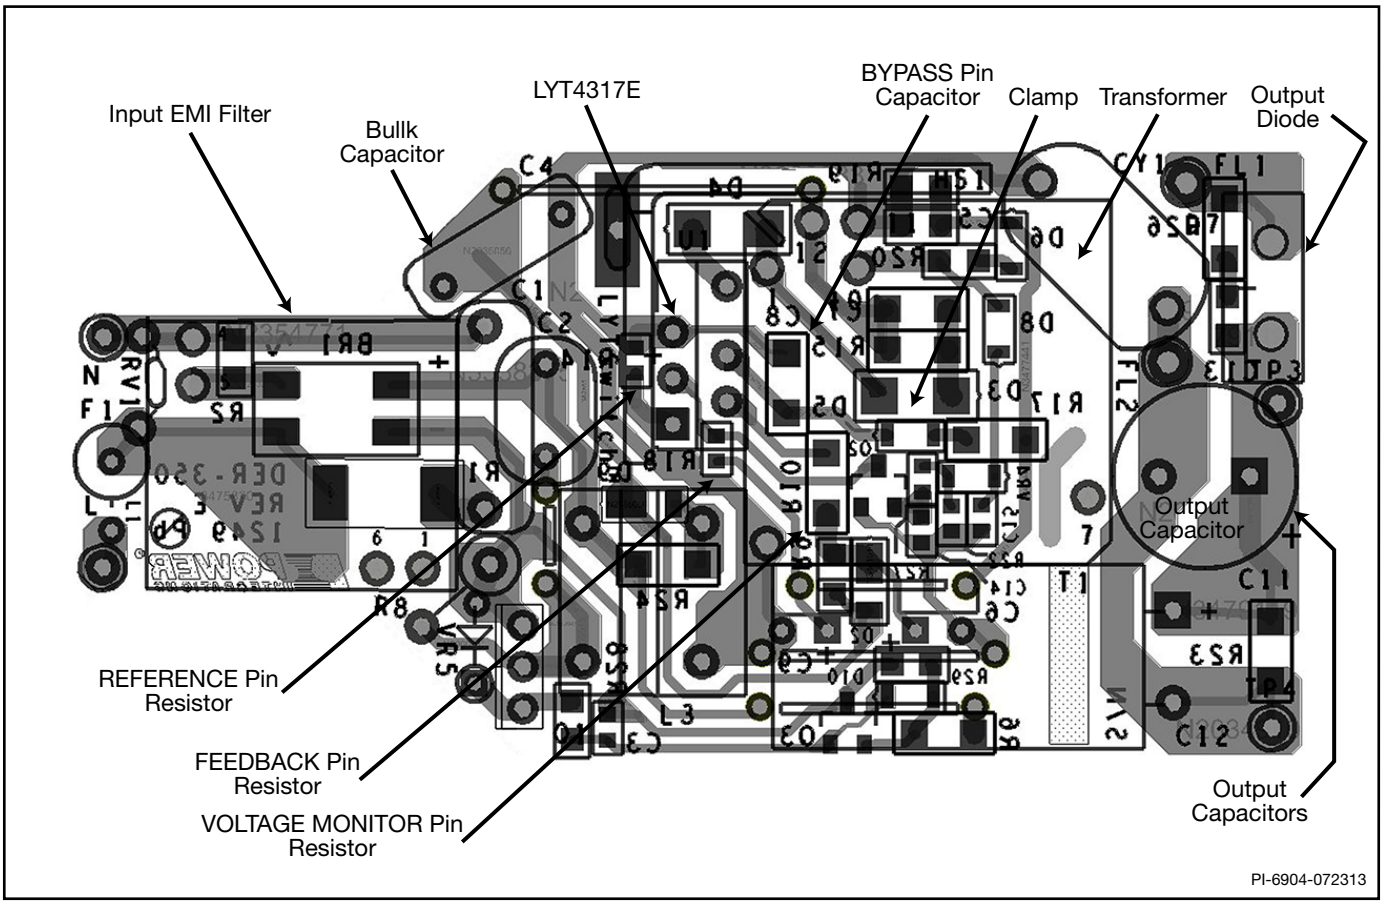

Figure 13. DER-350 20 W Layout Example, Top Silk / Bottom Layer.
5. Peak DRAIN current is allowed while the DRAIN voltage is simultaneously less than 400 V. See also Figure 13.